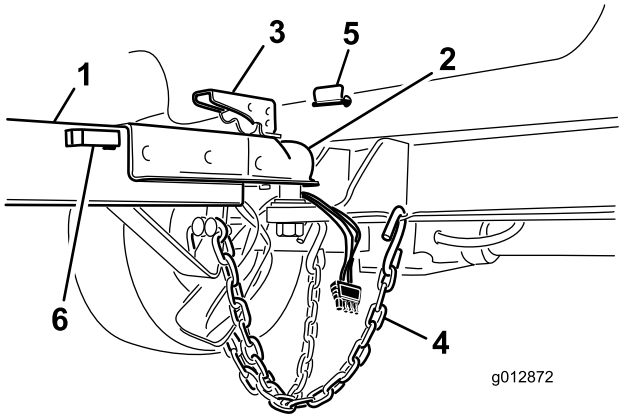

Figur 11
5. Sett nettkoblingen i koblingsrørhylsteret (Figur 11).
2. Løft spaken på armen mens du senker dekselet over kulekoblingen (Figur 11).
4. Sett i stiften for å låse koblingsspaken (Figur 11).
5. Kryss sikkerhetskjettingene og fest dem i hullene på koblingen (Figur 11).